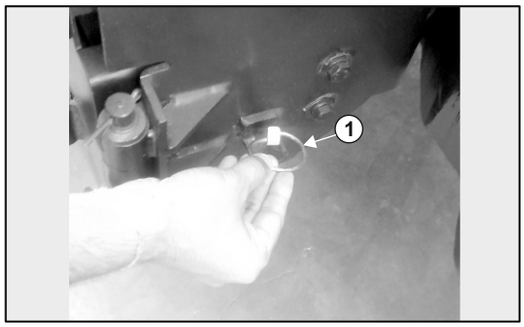

Fig. 5.17 (b)
3. Puxe e gire o painel frontal da caixa da bateria para a direita, como mostrado na figura {3, fig. 5.17 (d)}.
4. Desaperte as contraporcas {3, fig. 5.17(d)} e retire a bateria para fora usando a alça.